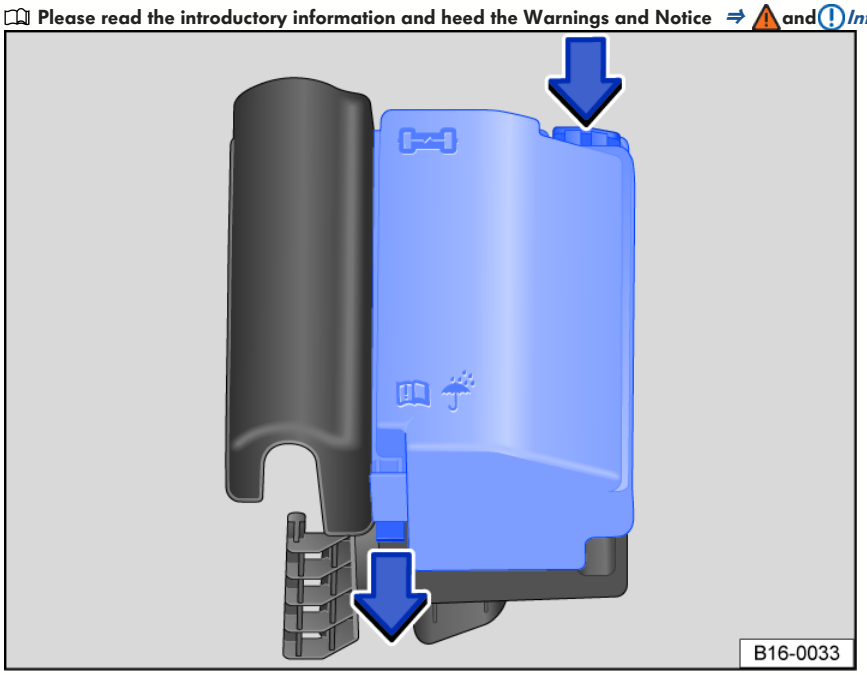

Fig. 129 In the engine compartment: cover of the fuse box.
2. Press the lock buttons in the direction of the arrow to release the fuse box cover *fig. 129*.